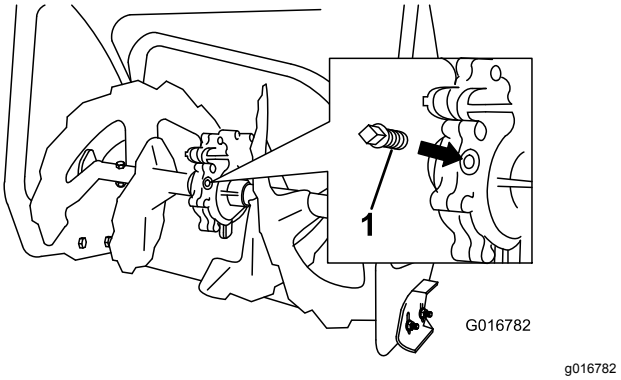

Figur 30
2. Rengør området omkring rørproppen (Figur 30).